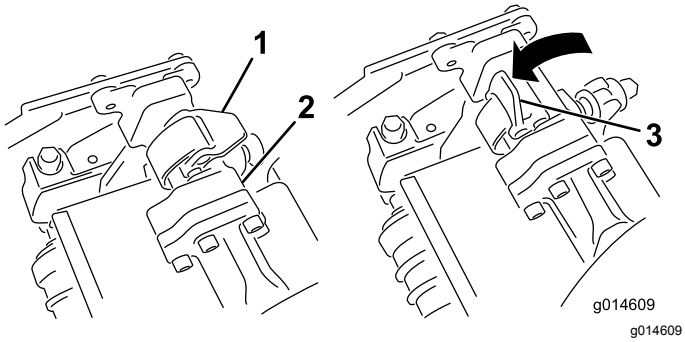
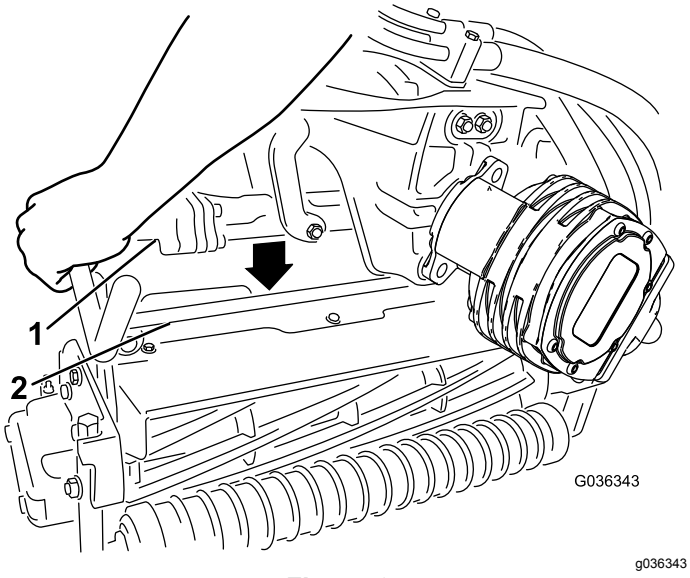

Figur 45
Figur 46
4. Låt spärrarna på upphängningsarmstången peka uppåt (dvs. de ska vara öppna) (Figur 45) och tryck upphängningsarmen nedåt så att stången passar över stången över ovansidan av klippenheten (Figur 46).
5. Fäll spärrarna nedåt och runt klippenhetsstången och lås dem på plats (Figur 45).
5. Öppna spärrarna på upphängningsarmstången på den klippenhet som du tar bort (Figur 45).